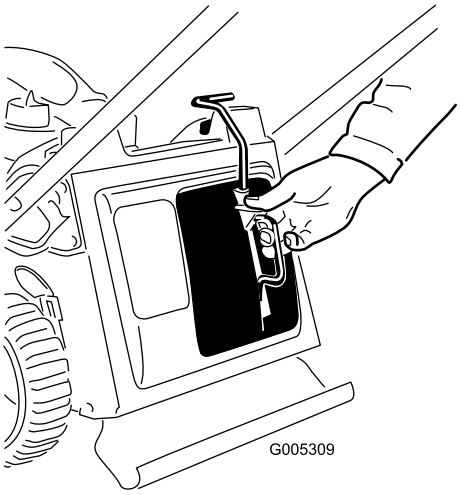

Figur 27
1. Fjern genbrugsdækslet (Figur 27).